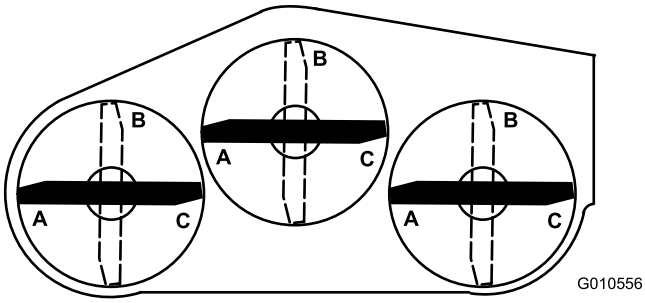
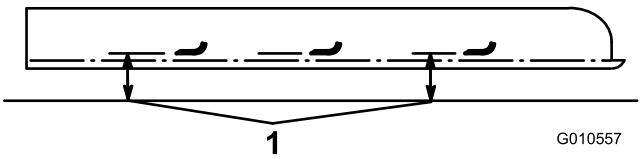

**Figure 27**
**Figure 28**
6. Placez les 3 lames à la position A (Figure 27), mesurez la distance entre la surface plane et le bas de la pointe de chaque lame (Figure 28), et notez cette valeur.
7. Tournez les lames à la position B (Figure 27), mesurez la distance entre toutes les lames et la surface plane et notez cette valeur (Figure 28).
8. Tournez les lames à la position C, mesurez puis notez la distance mesurée (Figure 27 et Figure 28).